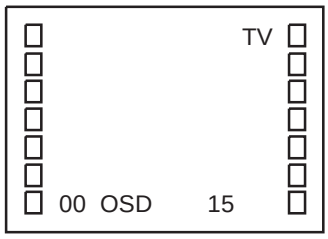

Fig. 1-1
2. Press the VOL. DOWN button on the set and the Channel button **(9)** on the remote control simultaneously to appear the adjustment mode on the screen as shown in **Fig. 1-1**.
7. Activate the adjustment mode display of **Fig. 1-1** and press the channel button **(03)** on the remote control to select "VIF VCO".
3. Activate the adjustment mode display of **Fig. 1-1** and press the channel button **(02)** on the remote control to select "RF AGC".